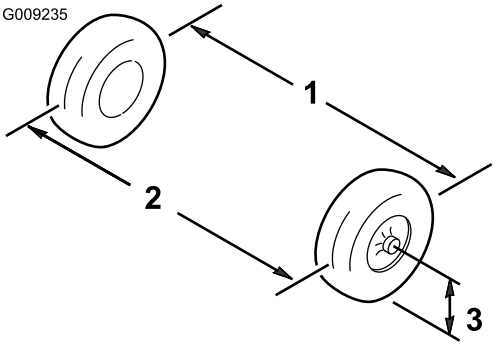

Figura 53
6. Mida la distancia entre los neumáticos delanteros a la altura del eje, en la parte delantera y trasera de las ruedas (Figura 53).